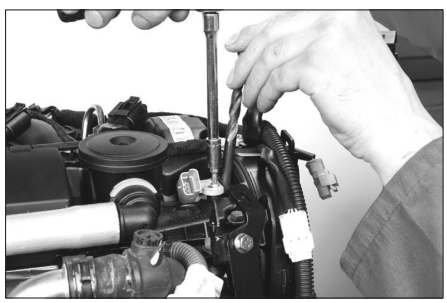

**Fig. 61**
*La vis d'une longueur de 55 mm est en position (14). Celles de 70 mm sont en position (16) et (17).*
- Dans le cas d'un capteur réutilisé, positionner une pige de Ø 7,5 mm entre le corps du capteur et le bord du carter de distribution **(Fig.61)** et le serrer dans cette position,